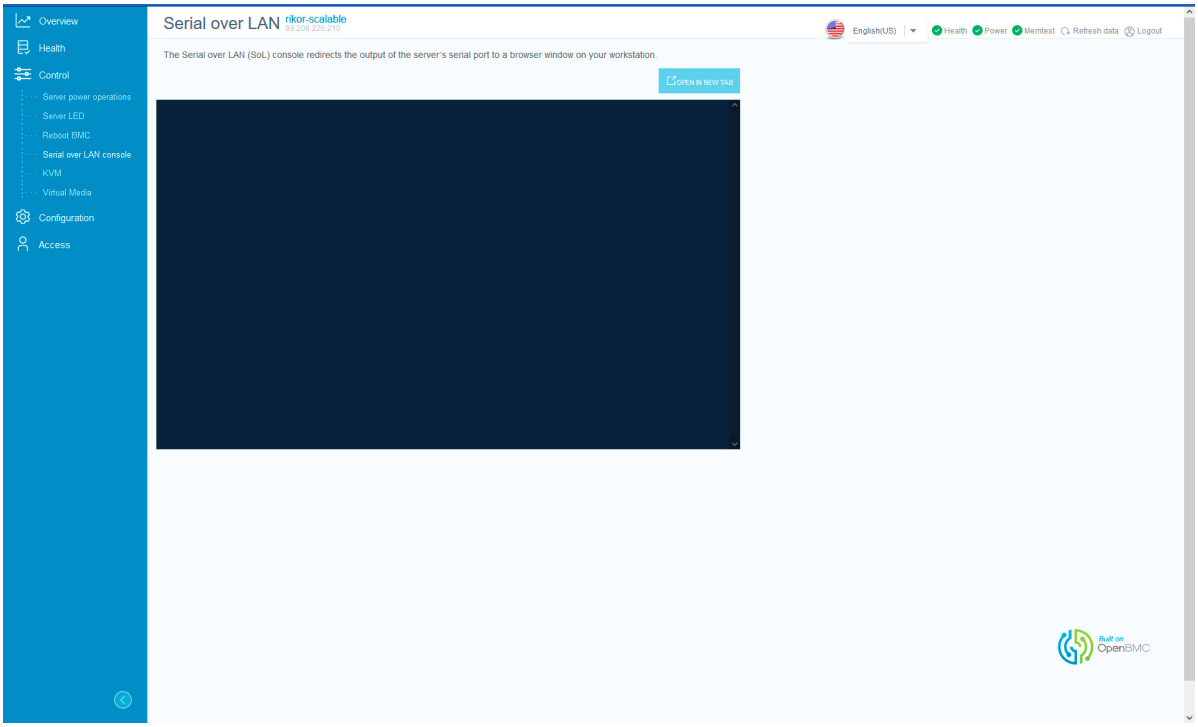

Рис. 78. Окно «Serial over LAN»
5) Пройдите во вкладку «Control» → «Serial over LAN» в данной вкладке осуществляется перенаправление выходных данных последовательного порта сервера в окно браузера вашей рабочей станции. Окно показано на рис. 78 Окно «Serial over LAN»